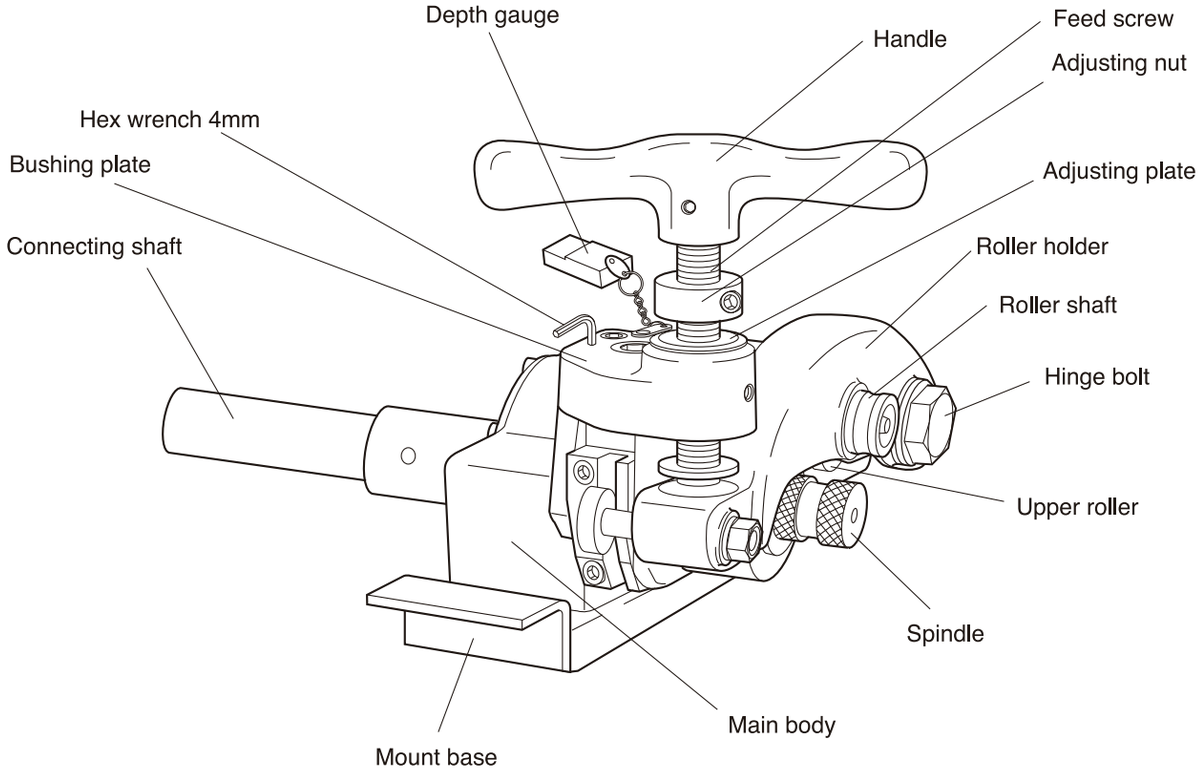

Fig.1
1) Use rollers that match the pipe size. (Refer to Fig.1, 5)